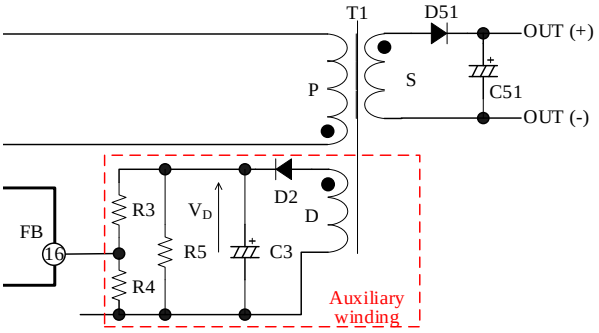

Figure 9-7. Detection by Auxiliary Winding
Without an optocoupler, the secondary output voltage is controlled by detecting the voltage coupled by the secondary output and the transformer in the primary side, using the auxiliary winding, D, as shown in Figure 9-7. The relation between the smoothing voltage, V_D, and the secondary output voltage, V_{OUT}, is determined by the ratio of the auxiliary winding turns, N_D, and the secondary winding turns, N_S, as shown in Equation (4).